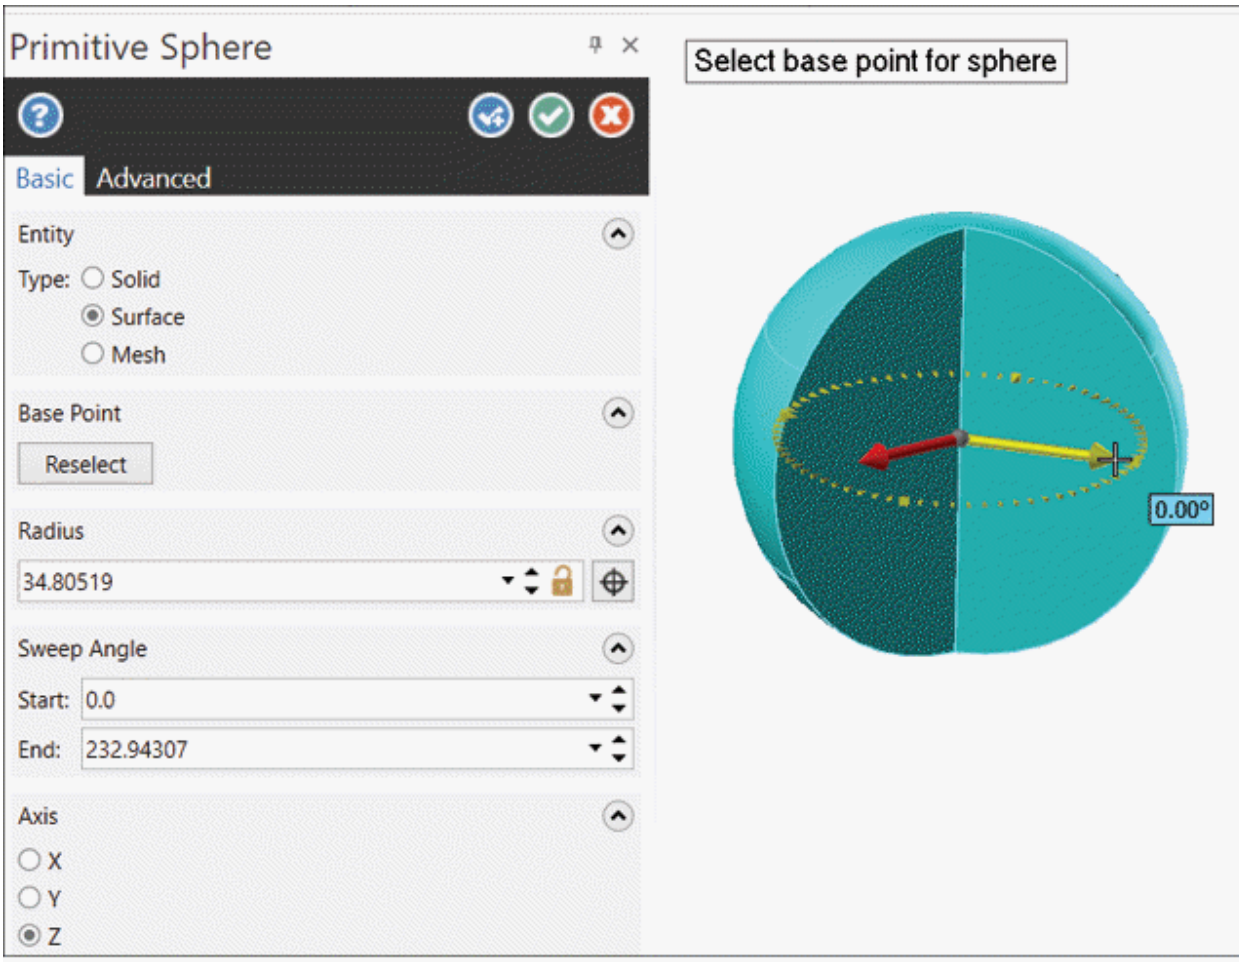

Figure-6. Preview of sphere surface
- Specify the other parameters as discussed earlier and click at desired location to place the sphere; refer to Figure-6.